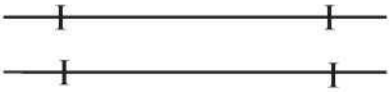

Рис. 14. Неразветвленные цепи
-неразветвленные — не имеют ответвлений, применяются на приемо-отправочных пунктах, бесстрелочных участках, блок-участках (рис. 14);